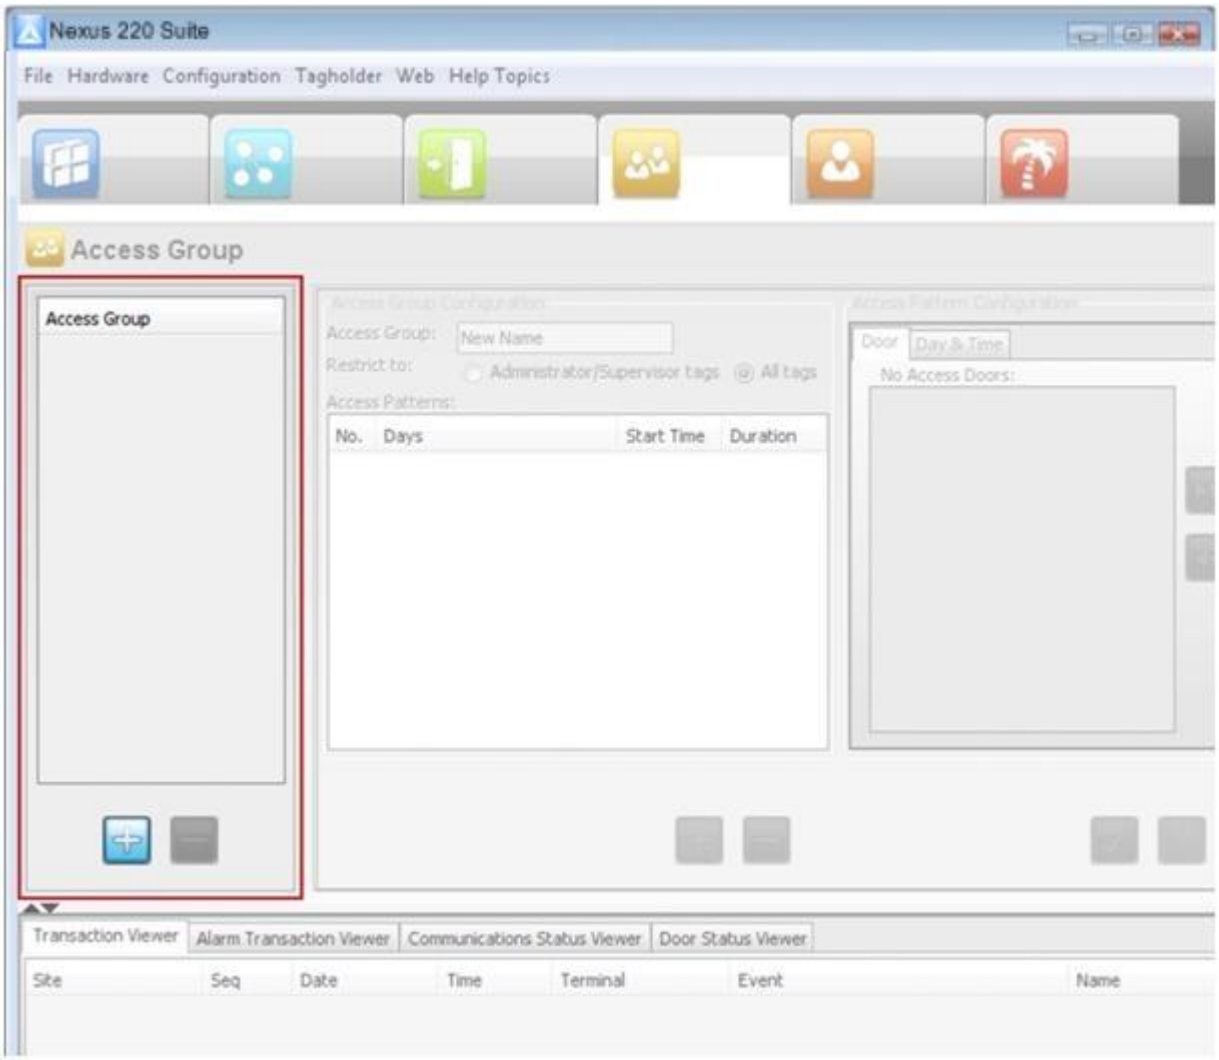

Figure 8 – Left-hand Side of the Access Group Pane (General Access Tab Selected)
3. As highlighted in Figure 8, click the button.
3. From the list of Access Group records (see the highlighted area in Figure 8 for more information) select a record.